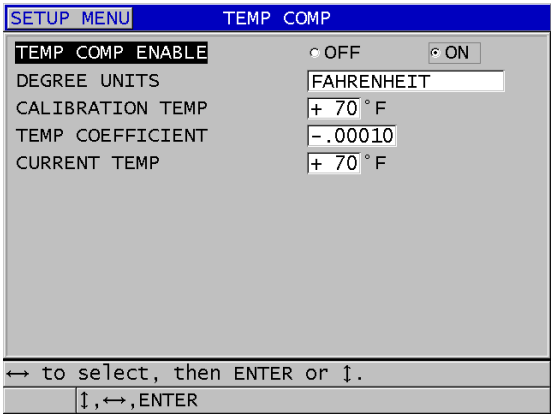

Rysunek 10-18 Ekran TEMP COMP (Kompensacja temperatury)
3. Na ekranie **TEMP COMP** (Kompensacja temperatury) (patrz Rysunek 10-18 na stronie 188):